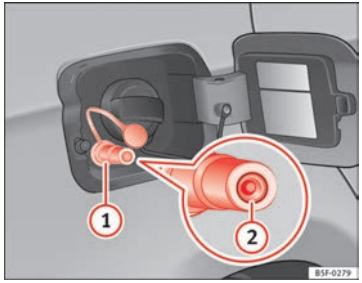

Fig. 152 Tank flap open: gas filler mouth ①, filler mouth retainer ②
- Remove the plug from the gas filler mouth ⇒ Fig. 152 ①.